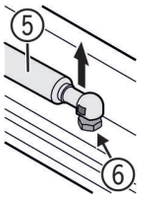

*Fig. 4*
▶ Haal de sluitdemper *Fig. 4 (5)* van de kogeltap *Fig. 4 (6)*.
- Kogeltap *Fig. 4 (6)* omzetten en **goed (met 2 Nm)** vastschroeven.